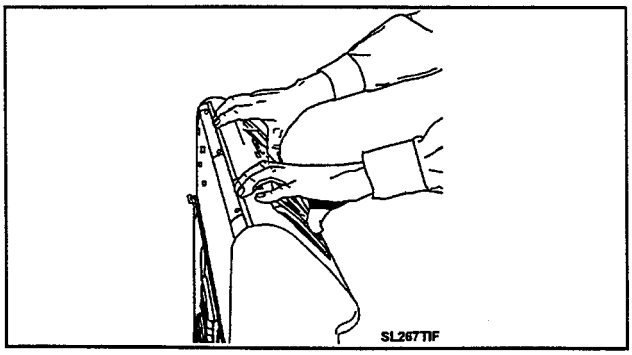

Figure 4-2
4. Grasp the top of the console and gently rock the top forward ***(Figure 4-2)***.